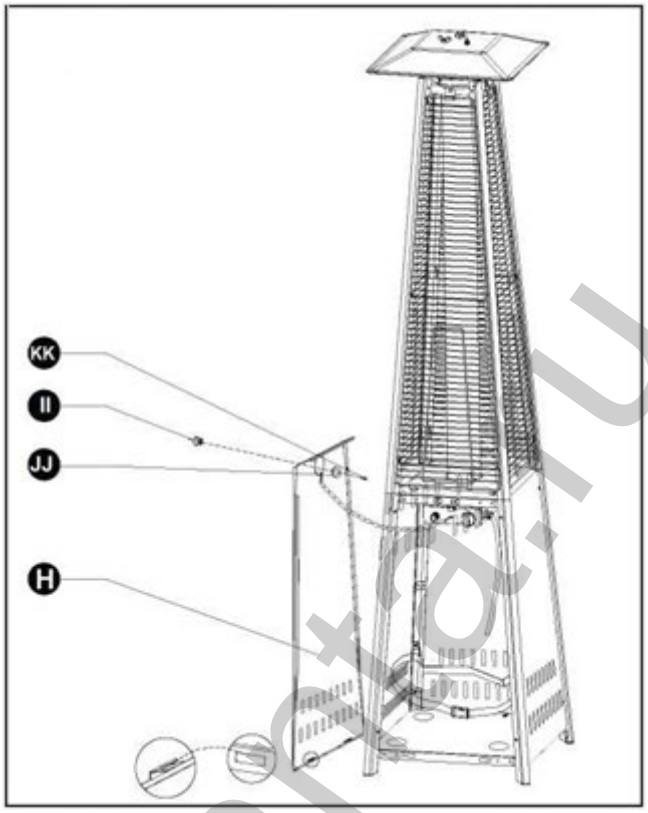

Рис. 12. Крепление боковых панелей.
8. Закрепите три боковые панели (G) на нижних опорах (L) с помощью винтов 3 /16” (HH), как показано на Рис.12.